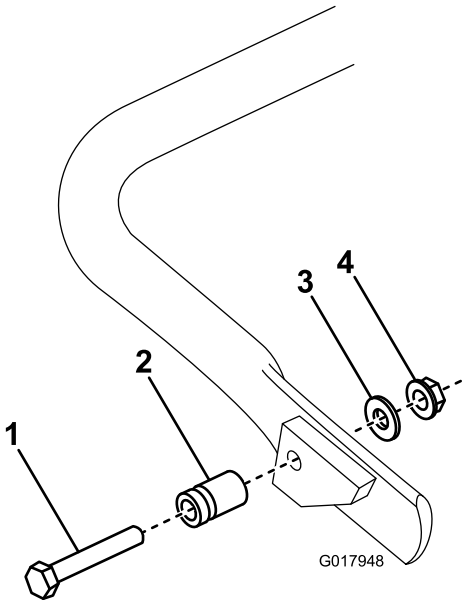

Figur 5
1. **Kun på GR1600**, tilslut fjedertappen til den højre side af støttebenet (Figur 5) vha. den medfølgende bolt, spændeskive og flangehovedmøtrik.